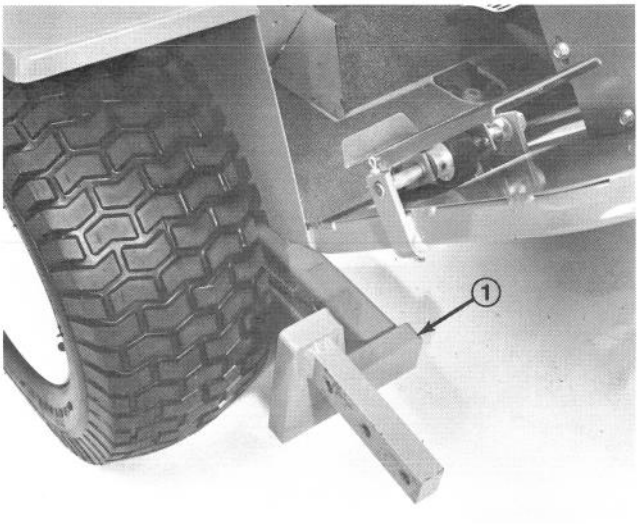

Figure 17
1. Slide a lift arm under traction unit on each side positioning as shown in Fig. 17. Align each lift arm with axle bracket hole, insert pivot pin and secure with capscrew, flatwasher, lockwasher and cotter pin (supplied with traction unit).